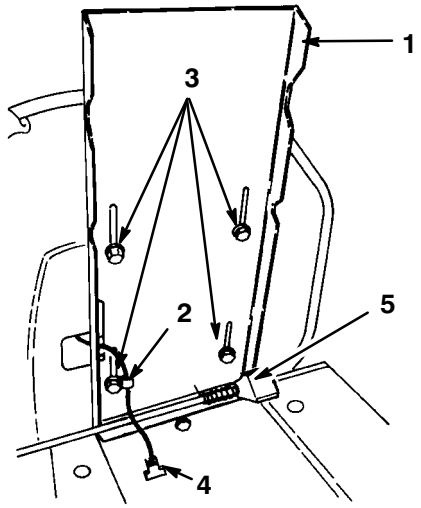

Bild 2
1. Positionieren Sie den Sitz auf dem Sitzunterteil, führen das Sitzschalterkabel durch den Schlitz und fluchten die Befestigungslöcher aus (Bild 2).
2. Schieben Sie die Klemme über den Sitzschalterdraht (Bild 2).
3. Fügen Sie mit Hilfe des linken vorderen Befestigungsschlitzes im Sitzunterteil die Klemme und den Sitz mit einer Schraube (5/16 x 3/4”) und einer Scheibe (5/16”) (Bild 2) locker zusammen.